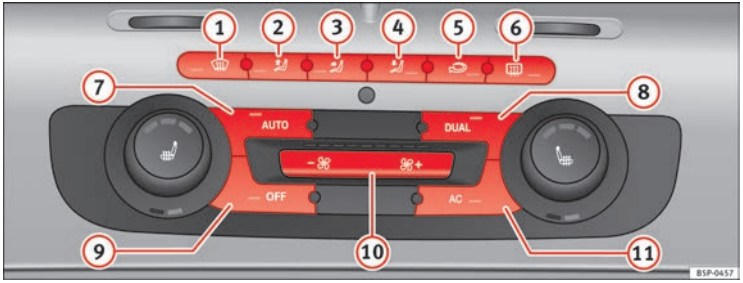

Fig. 135 On the dash panel: 2C Climatronic controls.
– To enter manual mode, press one of the buttons ⇒ fig. 135 (1) to (5) or press the air flow control (10). The selected function is shown on the radio or navigator display.
– Press the button ⇒ fig. 135 (2) to switch air recirculation mode on or off. It is switched on if the following symbol appears in the display.